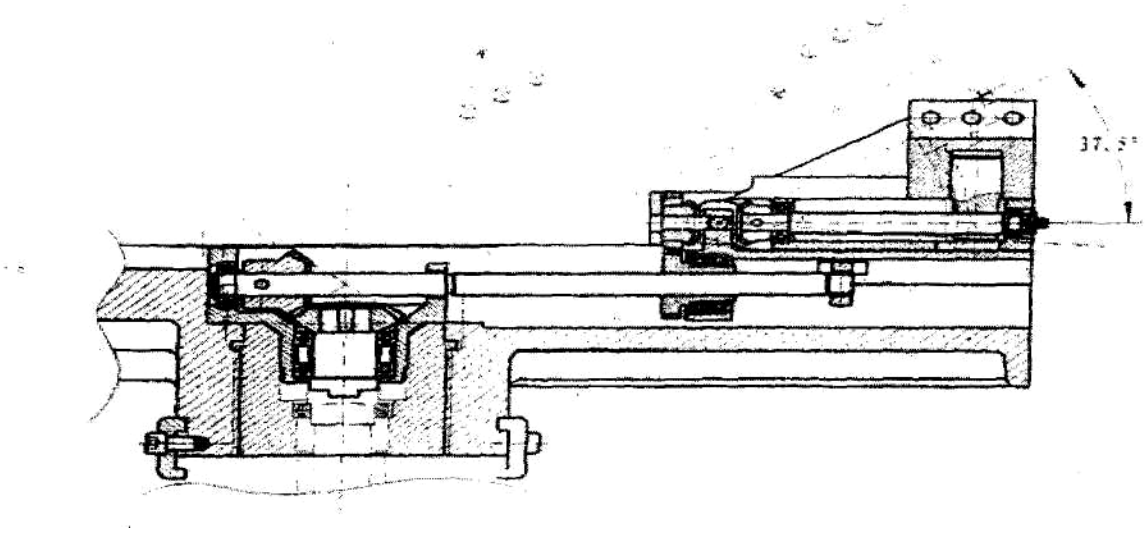

Рис. 6 – Чертеж механического привода подачи углового резьбового суппорта
4.2 Рис. 6 — Чертеж механического привода углового резьбового суппорта